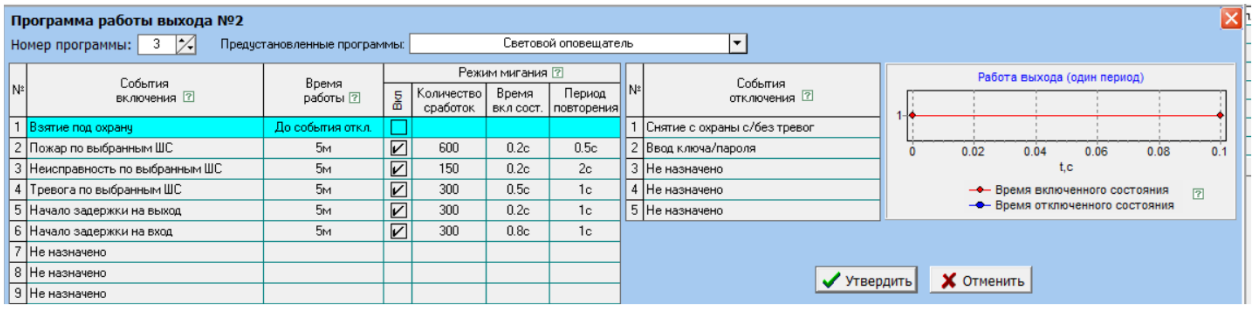

Рисунок 15
2) Выход «СВ» для подключения светового оповещателя. Программа 3 (рисунок 15).